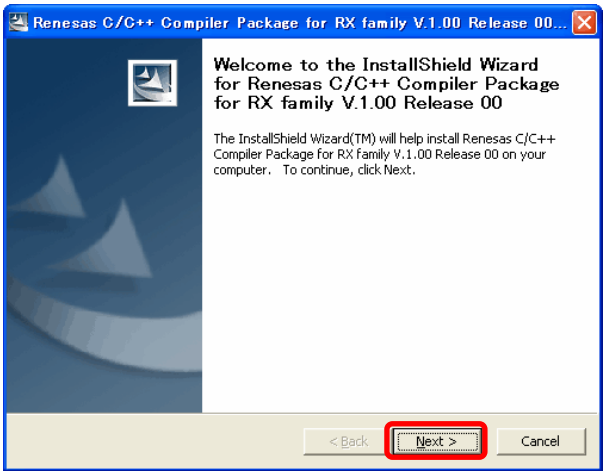

図 3.9 無償評価版 C コンパイラのインストール開始画面
(1) 無償評価版Cコンパイラをインストールする場合は、ダウンロードしたexeファイル（例：ccrxv100r00_ev.exe）をダブルクリックしてください。図 3.9の画面が開きますので、[Next]ボタンを押してください。製品版をインストールする場合は、CDをドライブにセットすることで、図 3.10の画面からインストールが開始します。